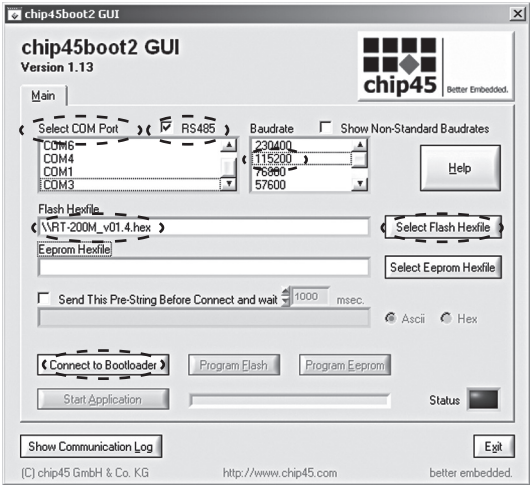

Рис. 25.
4. Запустить программное обеспечение **«Chip45boot2 GUI V1.12»**, Рис. 25;
6. Нажать кнопку **«Select Flash Hexfiles»**, и выбрать файл микропрограммы последней версии регулятора температуры: PTM-2000_vX.X.hex*, Рис. 25
7. Нажать кнопку **«Connect to Bootloader»**, Рисунок 25;